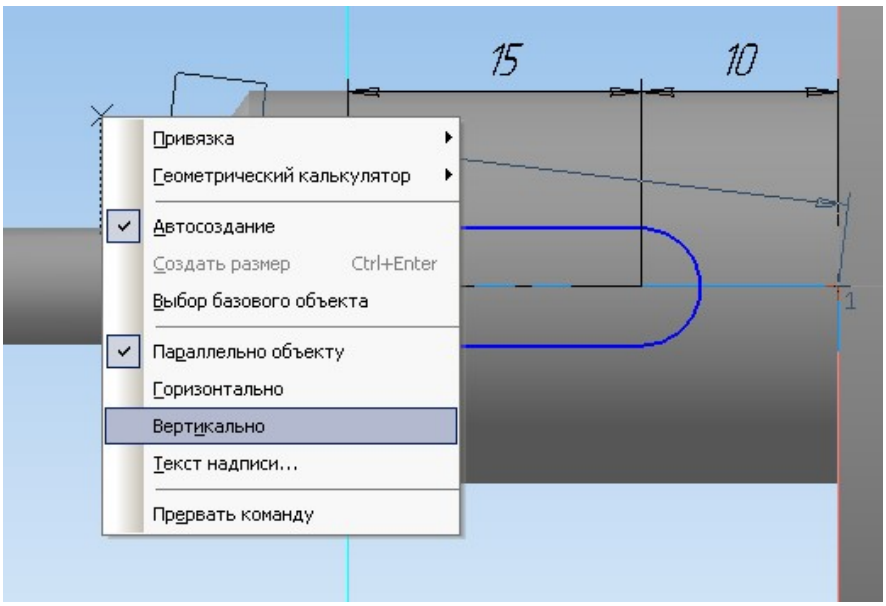

Рис. 44. Меню выбора расположения проставляемого размера
– При задании линейных размеров по умолчанию подразумевается непосредственно расстояние между выбранными точками. Если требуется установить размер по горизонтали или по вертикали, то нужно прямо во время вычерчивания размерной линии (когда уже отмечены обе точки, но линия еще не «закреплена) щелкнуть правой кнопкой мыши и в раскрывшемся контекстном меню (рис. 44) выбрать пункт **Горизонтально** или **Вертикально**. Этот выбор запоминается при дальнейшем вводе размеров; при необходимости можно в данном меню выбрать другой пункт.